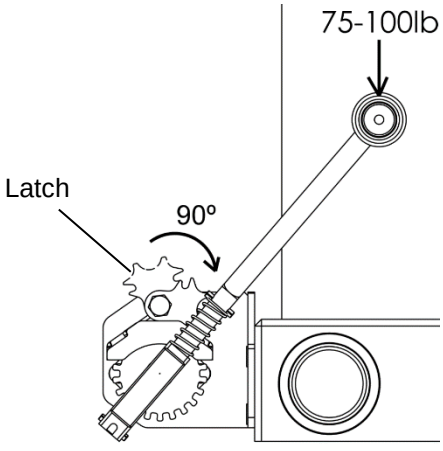

Figure 3
3. **Figure 3.** As the tarp reaches the end of its course, apply a force of 75-100 lbs on the crank to anchor the tarp firmly in place.